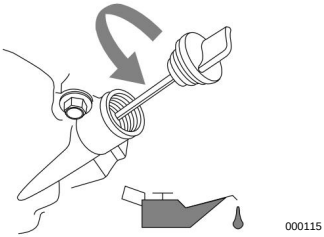

Figura 2-8. Extracción de la varilla
3. Retire el tapón de llenado de aceite y limpie la varilla medidora. Consulte *la Figura 2-8.*